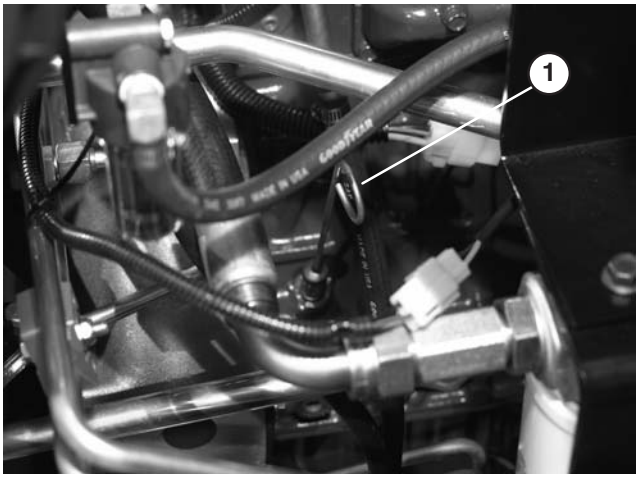

Bild 13
2. Nehmen Sie den Ölpeilstab heraus (Bild 13), wischen Sie ihn ab und stecken Sie ihn wieder rein. Ziehen Sie den Stab heraus und prüfen Sie den Ölstand am Ölpeilstab. Der Ölstand sollte an der VOLL-Marke am Ölpeilstab liegen.